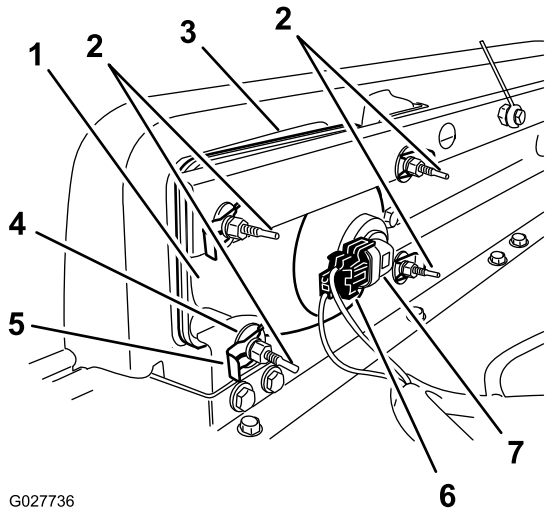

Rysunek 51
3. Odłącz złącze elektryczne wiązki przewodów od złącza zespołu żarówki (Rysunek 51).
4. Zdejmij szybkozapinacze i podkładki mocujące reflektor przedni do wspornika reflektora (Rysunek 51).
5. Wyjmij zespół reflektora przesuwając go do przodu przez otwór w przednim zderzaku (Rysunek 51).
6. Włóż nowy reflektor przez otwór w zderzaku (Rysunek 51).
8. Podłącz złącze elektryczne wiązki przewodów do złącza zespołu żarówki (Rysunek 51).
2. Przekręcaj śruby regulacyjne (Rysunek 51) z tyłu zespołu reflektora, aby odchylić zespół reflektora i ustawić właściwą pozycję rzucanej wiązki światła.